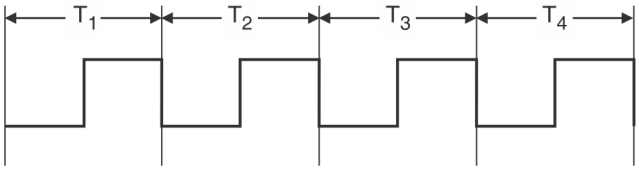

Fig. 3.13.9: Four T-state Machine Cycle
- The Fig. 3.13.9 shows a machine cycle of four T-states.